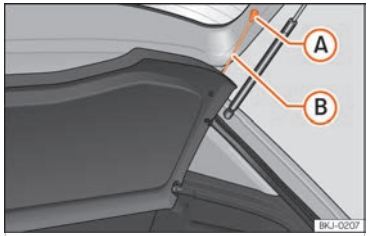

Fig. 137 En el maletero: desmontar y montar la bandeja.
- Desenganche los tirantes de sujeción ››› fig. 137 (B) de los alojamientos (A).
- Enganche los tirantes de sujeción ››› fig. 137 (B) en el portón trasero.